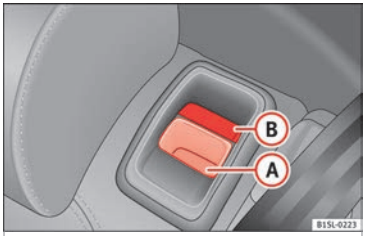

Fig. 69 Rear seat: unlock button (A); red marking (B)
- Pull the unlock switch ›› Fig. 69 (A) forwards whilst simultaneously lifting the rear seat backrest.
- The rear seat backrest is not engaged when the red marking of the button (B) is visible.